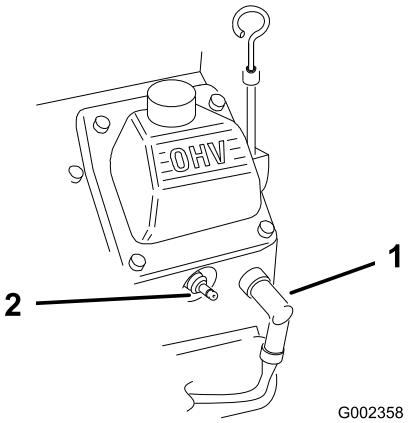

Figur 26
2. Koble ledningene fra tennpluggene (Figur 26).